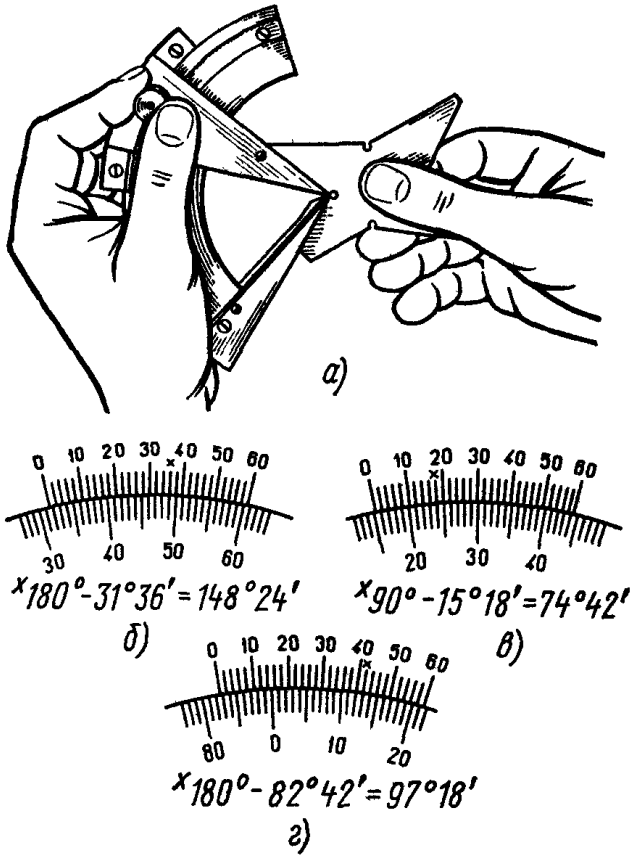

Рис. 23. Измерение внутренних углов угломером УН
2. Измерение внутренних углов (рис. 23, а – г):
a) при измерении внутренних углов от 180 до 1300 показания правой части шкалы отнимают от 1800 (рис. 23, б);
b) при измерении внутренних углов от 130 до 900 показания левой части шкалы отнимают от 1800 (рис. 23, г);
c) при измерении углов от 90 до 1400 показания правой части шкалы отнимают от 900 (рис. 23, в).